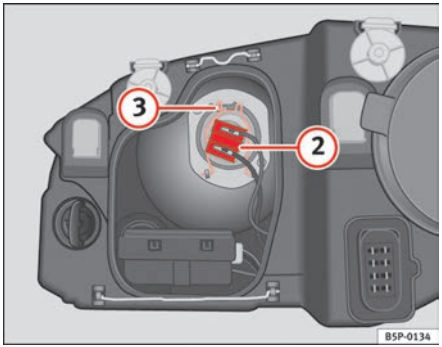

Fig. 180 Dipped head-lights
– Remove the connector ⇒ page 256, fig. 180 (2) from the bulb.
– Disengage the retainer spring ⇒ page 256, fig. 180 (3) pressing inwards to the right.